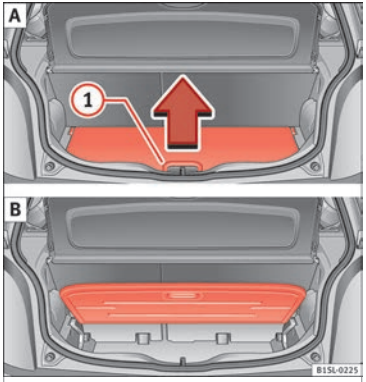

Fig. 134 A: open the boot variable floor. B: raised boot variable floor.
- To *raise* the floor, raise handle ››› **Fig. 134** ① in the direction of the arrow and pull from the floor all the way up ››› **Fig. 134 B**.